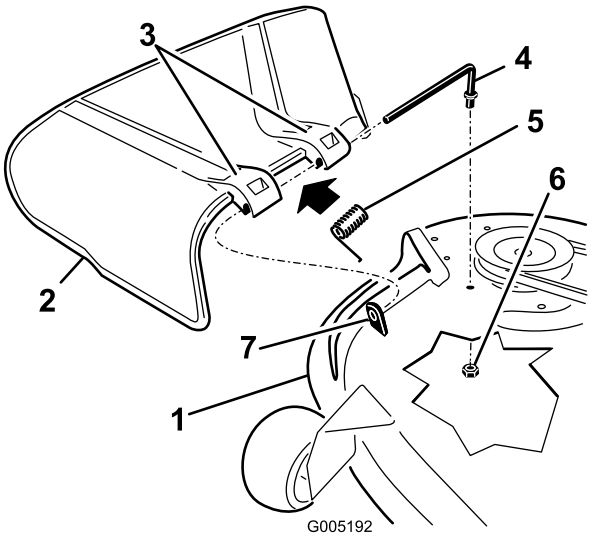

Figur 61
1. Find de på Figur 61 viste dele.
2. Fjern møtrikken (3/8 tomme) fra stangen under plæneklipperen (Figur 61).
3. Skub stangen ud af det korte afstandsstykke, fjederen og græsdeflektoren (Figur 61). Fjern den beskadigede eller slidte græsdeflektor.
4. Udskift græsdeflektoren (Figur 61).
6. Anbring fjederen på stangen, med endekabler nedad, og mellem græsdeflektorbeslagene. Skub stangen gennem det andet græsdeflektorbeslag (Figur 61).
7. Sæt stangen ved forenden af græsdeflektoren ind i det korte afstandsstykke på skjoldet. Fastgør stangens bageste ende i plæneklipperen med en møtrik (3/8 tomme) (Figur 61).